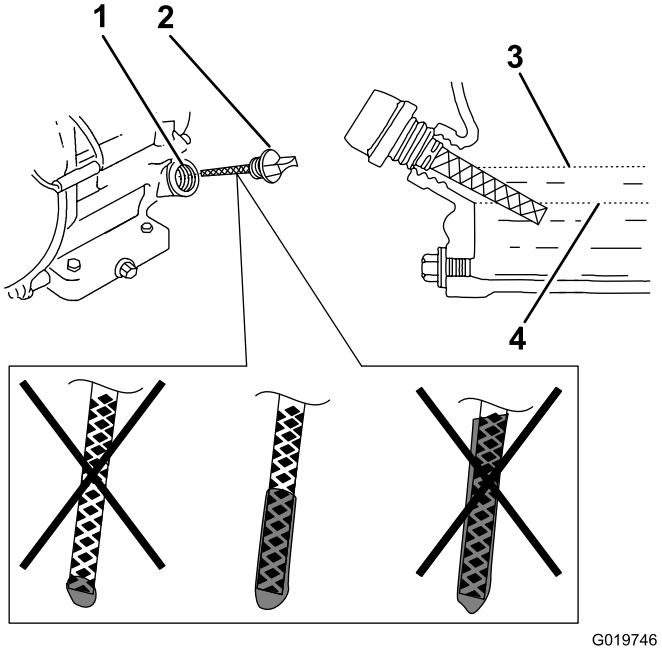

Figure 54
1. Sortez la jauge (Figure 54) et versez lentement de l'huile par l'orifice de remplissage jusqu'à ce qu'elle atteigne le repère supérieur (bord inférieur de l'orifice de remplissage) sur la jauge.